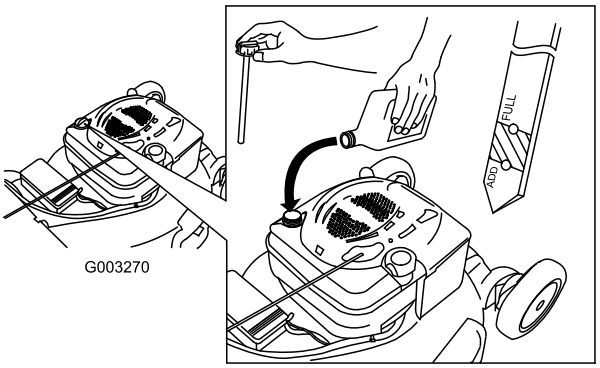

Figur 6
2. Tag målepinden ud (Figur 6), og hæld olie i påfyldningsrøret, indtil ca. 3/4 af krumtaphuset er fyldt.
5. Tag målepinden ud, og kontroller oliestanden på målepinden. Se Figur 6.
- Hvis oliestanden er for lav, skal en lille mængde olie langsomt hældes i oliepåfyldningsrøret. Derefter skal trinene 3 til 5 gentages, indtil oliestanden er korrekt som vist i Figur 6.